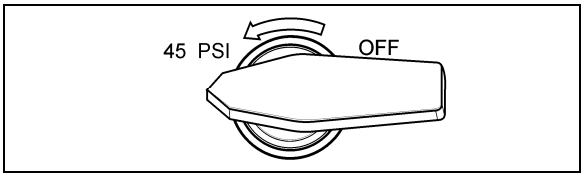

FIGURE 12 : SOUPAPE DE TENDEUR DE COURROIES SUR LE PANNEAU DE COMMANDE ARRIÈRE (OPTION)
8. Repérer la valve d'évacuation d'air du tendeur de courroies du compresseur de climatiseur (le cas échéant). Tourner la poignée de la valve d'évacuation dans le sens antihoraire pour relâcher la pression du soufflet du tendeur de courroies et desserrer les courroies (Figure 12). Démonter les courroies.